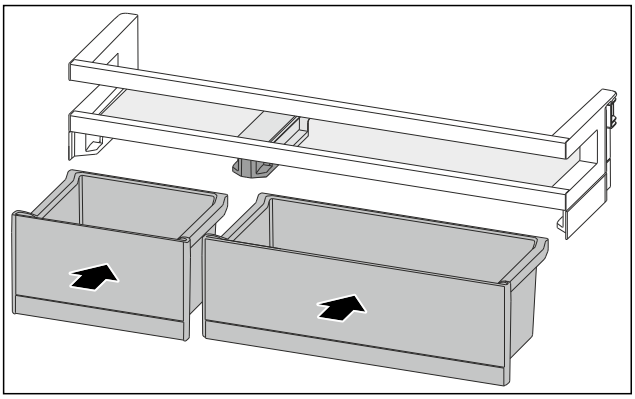

Fig. 136
▶ Ievietojiet VarioBox samainītajā kārtībā. (skat. Fig. 136)